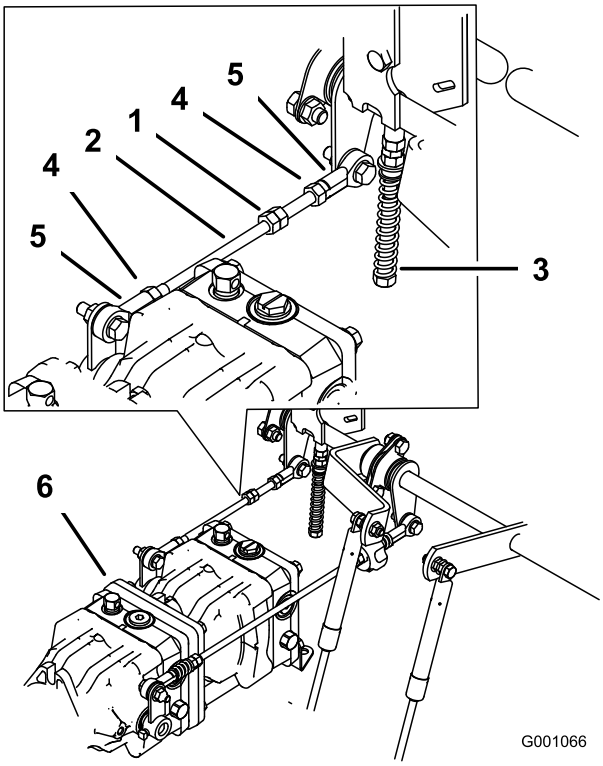

Figur 74
1. Lossa låsmuttrarna på kullederna på pumpens reglerstav (Figur 74).
3. Justera pumpstavslängden genom att vrida dubbelmuttrarna på staven i lämplig riktning tills hjulet står stilla eller långsamt roterar bakåt (Figur 74).
6. Dra åt låsmuttrarna vid kullederna (Figur 74).